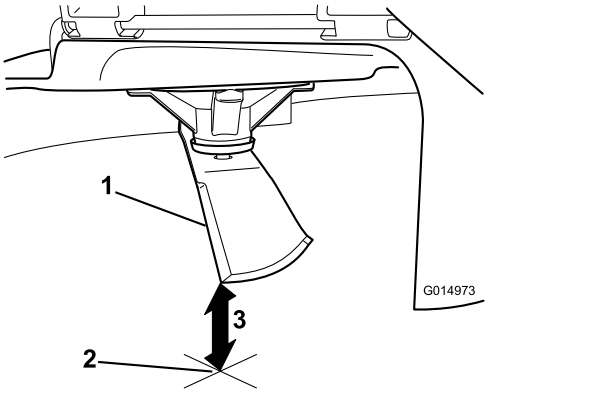

Figuur 60
3. Meet de afstand tussen het uiteinde van het mes en de vlakke ondergrond (Figuur 60).